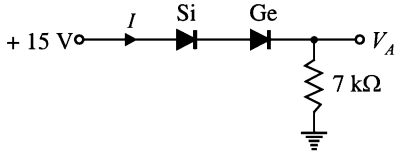

Fig. 6.74
3. Find the voltage V_A and current I in the circuit shown in Fig. 6.74. Use simplified model. **[14 V; 2 mA]**